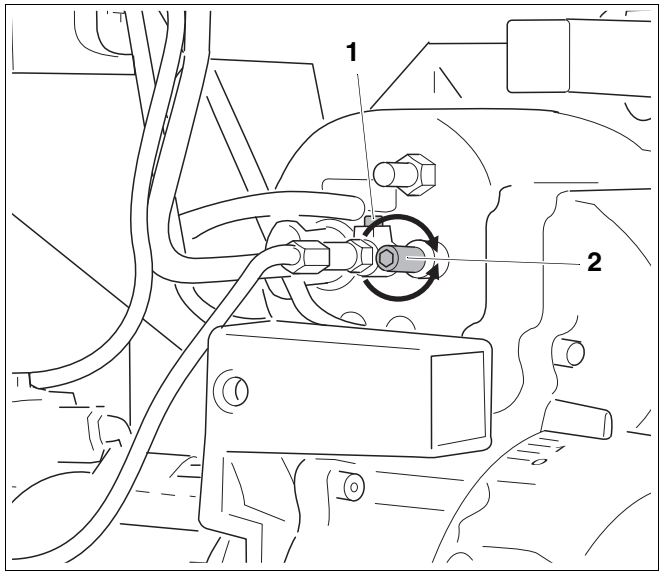

Fig. 18 Impostazione della posizione del deflettore
La posizione del deflettore all'uscita del boccaglio viene definita attraverso la misura Y (vedere fig. 4 "Foglio misure elettrodo d'accensione, deflettore e lamiera di strozzamento", pagina 10). La posizione può essere impostata tramite il mandrino filettato (fig. 18, **pos. 2**):
– Allentare il sistema di serraggio del supporto dell'ugello (prigioniero fig. 18, **pos. 1**).